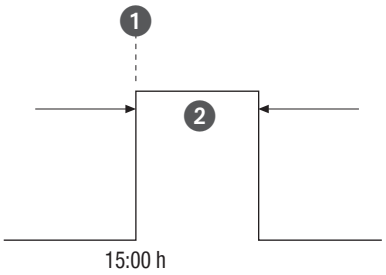

Fig. 31: Impulskobling
- (Fig. 31/❶) Starttid
- (Fig. 31/❷) Varighet = kobling PÅ